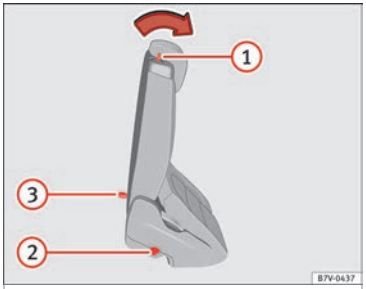

Fig. 83 Second row of seats: convenient entry function controls
- Push the lever »» **Fig. 83** (1) forwards and fold the seat backrest of the rear seat. This seat folds forward completely »» ⚠ and can still be moved further forward.
- Make sure that the rear seat is securely engaged so that the seat belts can provide proper protection in the rear seats. The red mark »» **Fig. 83** (2) should no longer be visible »» ⚠ **in Folding down rear seats to create load space on page 102**.
If the lever »» **Fig. 83** (1) does not work, e.g. after an accident, the seats on the second row can be folded forwards from the third row to allow vehicle occupants of the third row of seats to get out of the vehicle »» ⚠.
- Pull the handle »» **Fig. 83** (3) back and fold the seat backrest of the rear seat. The complete rear seat folds forward »» ⚠.
- **A red mark on the side of the seat ››› Fig. 83 ② indicates that the seat backrest is not engaged. The mark is no longer visible when it is correctly engaged.**